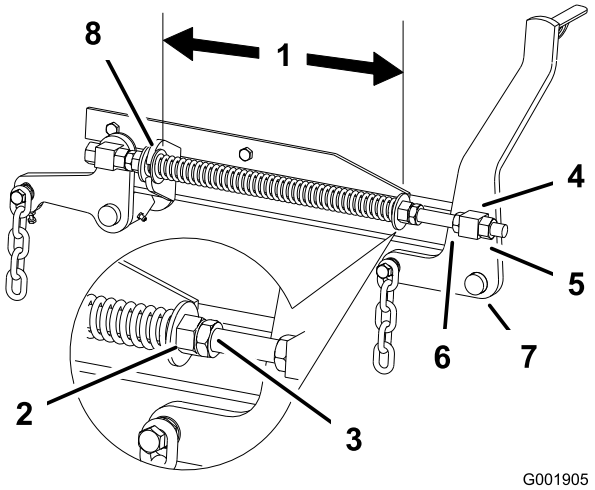

Figura 78
2. Compruebe la distancia entre las dos arandelas grandes, que debe ser de 29,2 cm (Figura 78).
3. Ajuste esta distancia aflojando la contratuerca elástica y girando la tuerca que está delante de cada muelle (Figura 78). Gire la tuerca en el sentido de las agujas del reloj para acortar el muelle y en el sentido contrario a las agujas del reloj para alargar el muelle.
4. Fije la tuerca en la posición deseada apretando la contratuerca elástica (Figura 78).